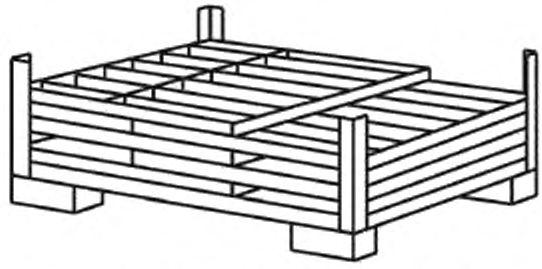

Рисунок 31 — Складной сетчатый ящичный поддон
4.3.3 **складной сетчатый ящичный поддон:** Сетчатый ящичный поддон со складными стенками (см. рисунок 31).